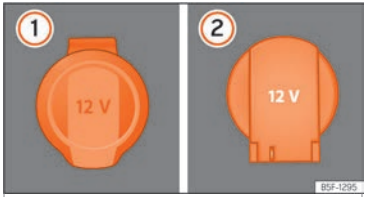

Fig. 147 Prise de courant de 12 volts : ① à l'intérieur de l'accoudoir avant, ② dans le coffre à bagages.
- Levez le cache de la prise de courant ››› fig. 147 ①.
- Levez le cache de la prise de courant ››› fig. 147 ②.